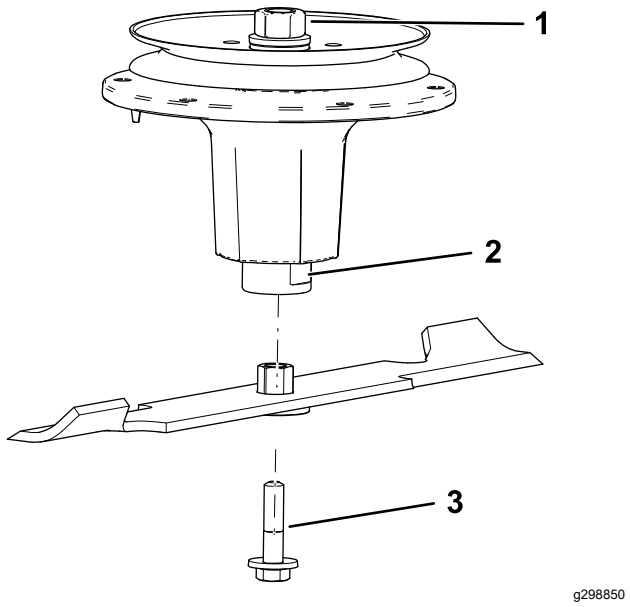

Figura 80
2. Instale el conjunto de buje/cuchilla en el eje (Figura 80).